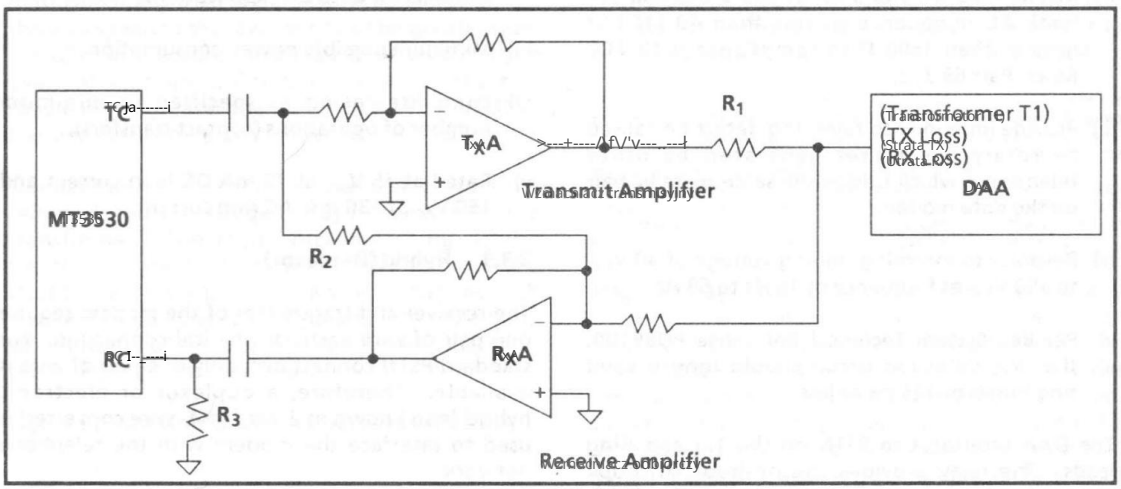

Figure 12 – Hybrid Circuit
Figure 12 illustrates a hybrid circuit using operational amplifiers. The design calculations include the following: Transformer, Transmit Amplifier and Hybrid Receive Amplifier.
3.3.1 Transformer (T1 in Figure 12)